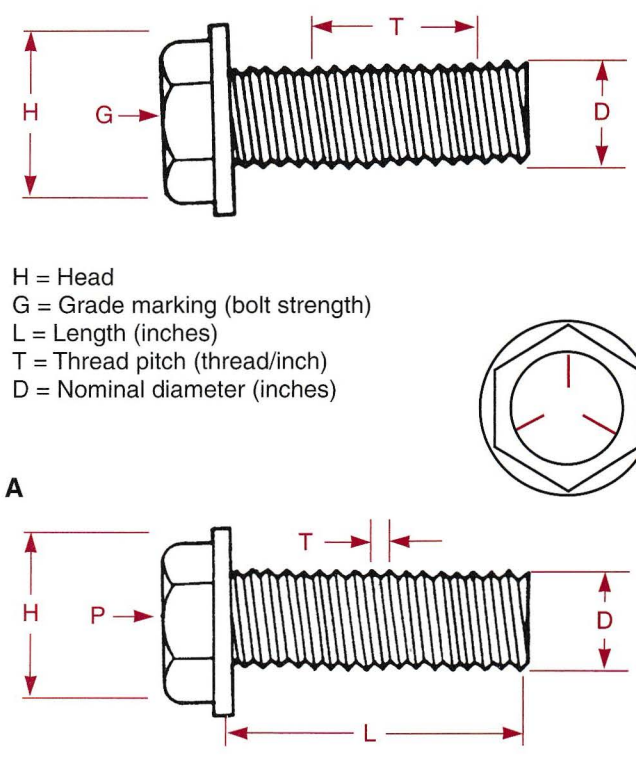

Figure 4-2. A—USC bolt. B—Metric bolt terminology.
Bolts and ***screws*** may be identified by type, length, major and minor diameters, pitch, length of thread, class of fit, material, tensile strength, and wrench size needed. They are measured by the ***United States Customary (USC)*** or the ***metric (SI)*** measuring systems. However, the points of measure differ, **Figure 4-2.** Most imported bikes use metric fasteners.